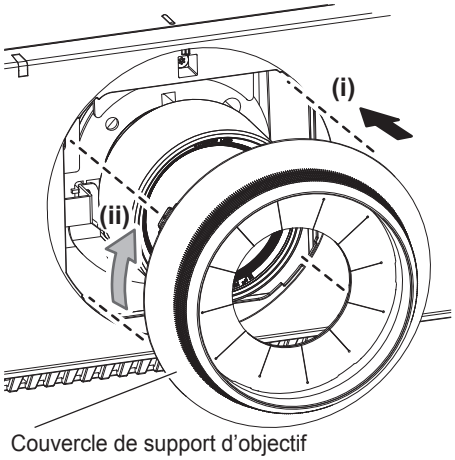

Fig. 3
3) Fixez le couvercle de support d’objectif. (Fig. 3)